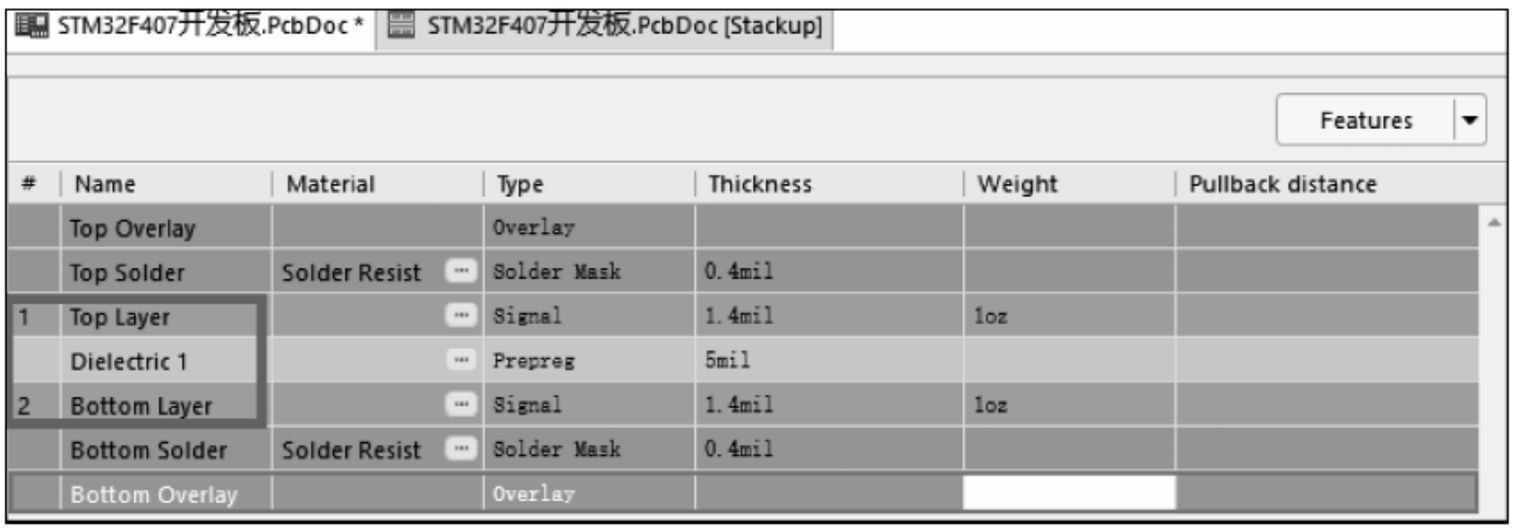
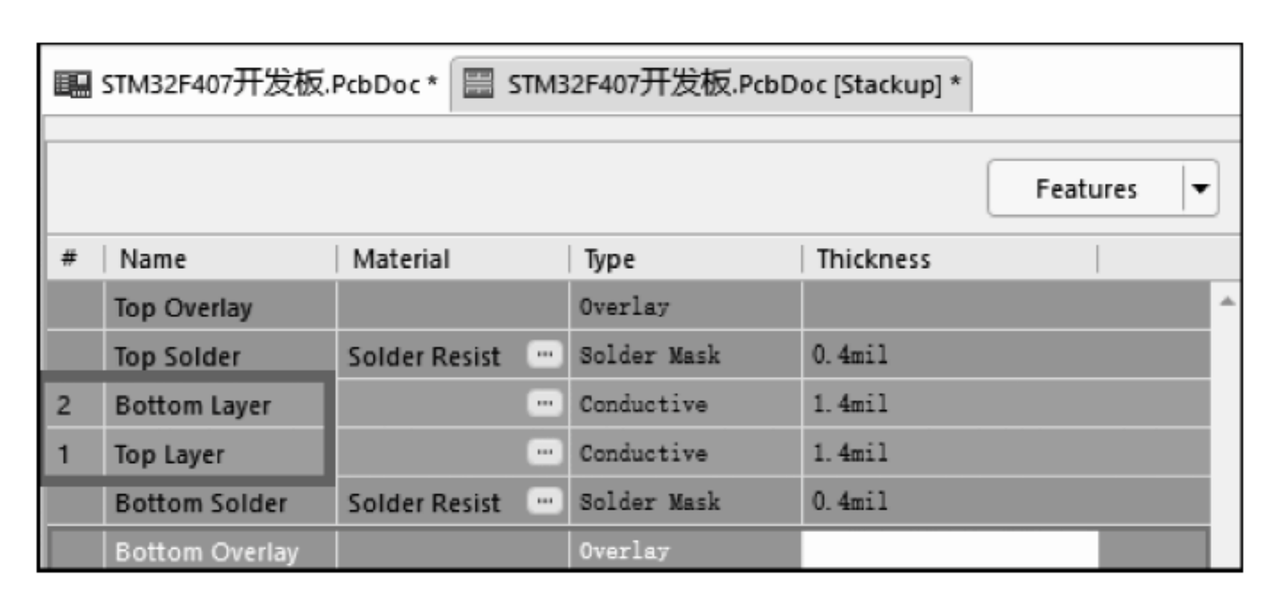

图3-6　层叠管理器
图 3-9　启用 Printed Electronics 选项
（1）执行菜单栏中“设计”→“层叠管理器”命令，如图3-5所示，或按快捷键D+K，即可打开层叠管理器，如图3-6所示，从图中左侧的#栏中可看出是一个双面板。
(2) 单击层叠管理器右上角的 Features 下拉列表，勾选 Printed Electronics 选项，可打开叠层简视图，在简视图模式下，将移除介电层，且导电层的顺序会倒置，如图 3-9 所示。取消勾选 Printed Electronics 选项，即可看到包含介电层的叠层视图，如图 3-6 所示。